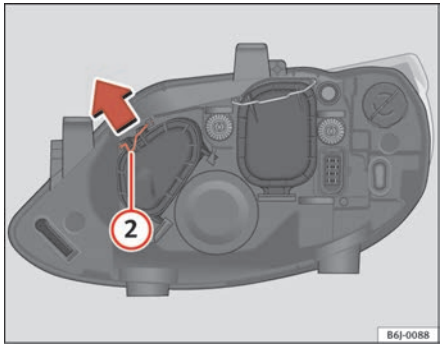

Fig. 147 Main beam headlights
– Remove the loop (2) in the direction of the arrow and remove the cover ⇒ fig. 147.